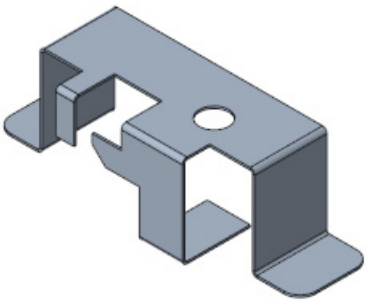

Figure 14-102 *Model with the hole feature on the base wall*
3. Choose the **OK** button from the **Hole** dashboard to exit it. The model after creating the hole feature on the top surface of the base wall is shown in Figure 14-102.